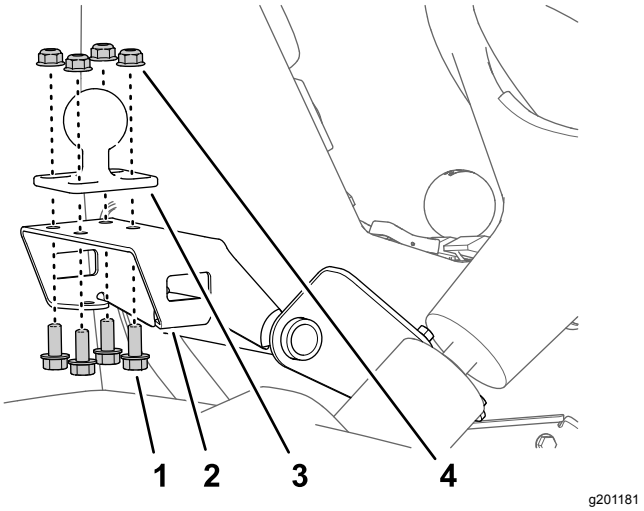

Rysunek 164
1. Zamocuj przegub kulowy do wspornika na mocowaniu monitora (Rysunek 164) za pomocą 4 kołnierzowych (5/16 x 3/4 cala) 4 nakrętek kołnierzowych zabezpieczających (5/16 cala).